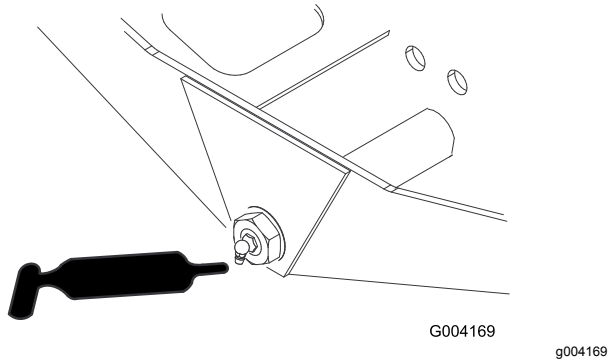

Figur 68
- Akselstyringsdreietapp (1) (Figur 68)